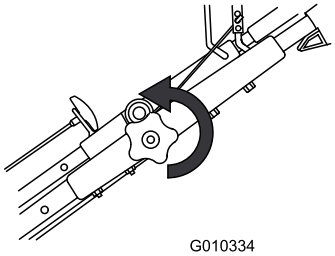

Figuur 18
1. De bovenste handgreepschroef losdraaien (Figuur 18).